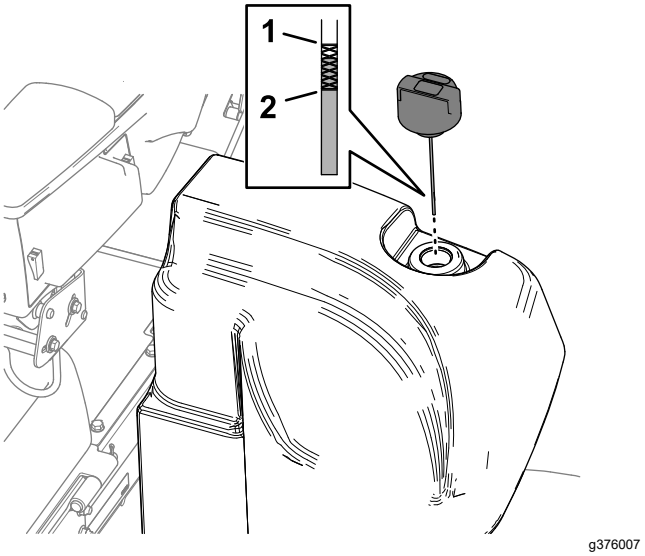

Рисунок 142
2. Очистите зону вокруг заливной горловины и крышки гидравлического бака (Рисунок 142).